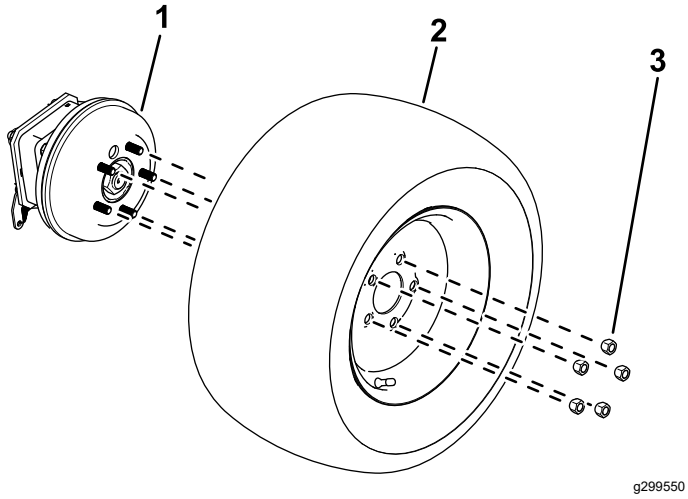

Figur 12
1. Lossa och ta bort hjulmuttrarna (Figur 12).
2. Ta bort hjulen från hjulnaven (Figur 12).
1. Fäst däcken på hjulnaven med de hjulmuttrar du tog bort tidigare (Figur 12).